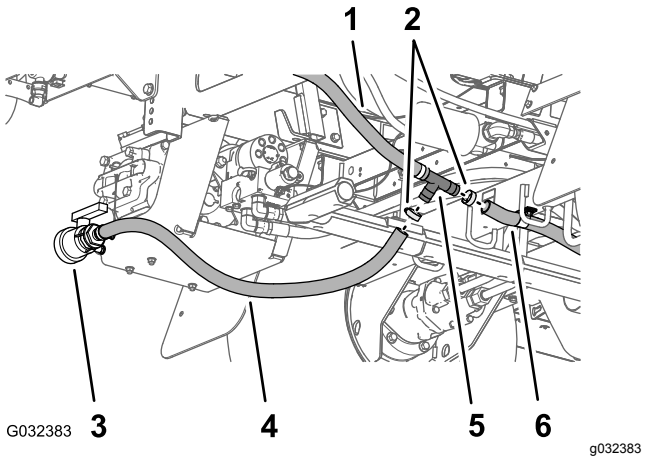

Figur 52
4. Lossa slangklämmorna som fäster tömningsventilslangen och den bakre tanktömningsslangen vid T-kopplingen med hulling (Figur 52).